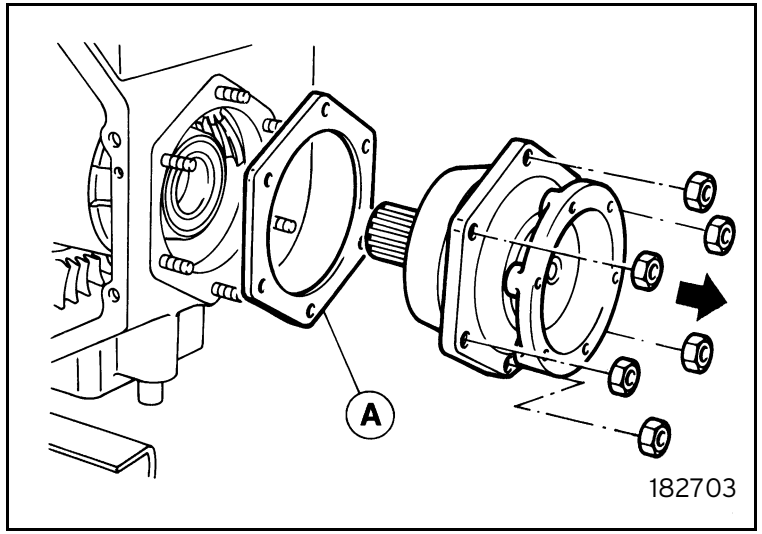

Fig. 3
- Loosen the fastening nuts and remove the hub with the respective adjustment shims A (figure 3). Repeat the operation on the opposite side (adjustment shims B).